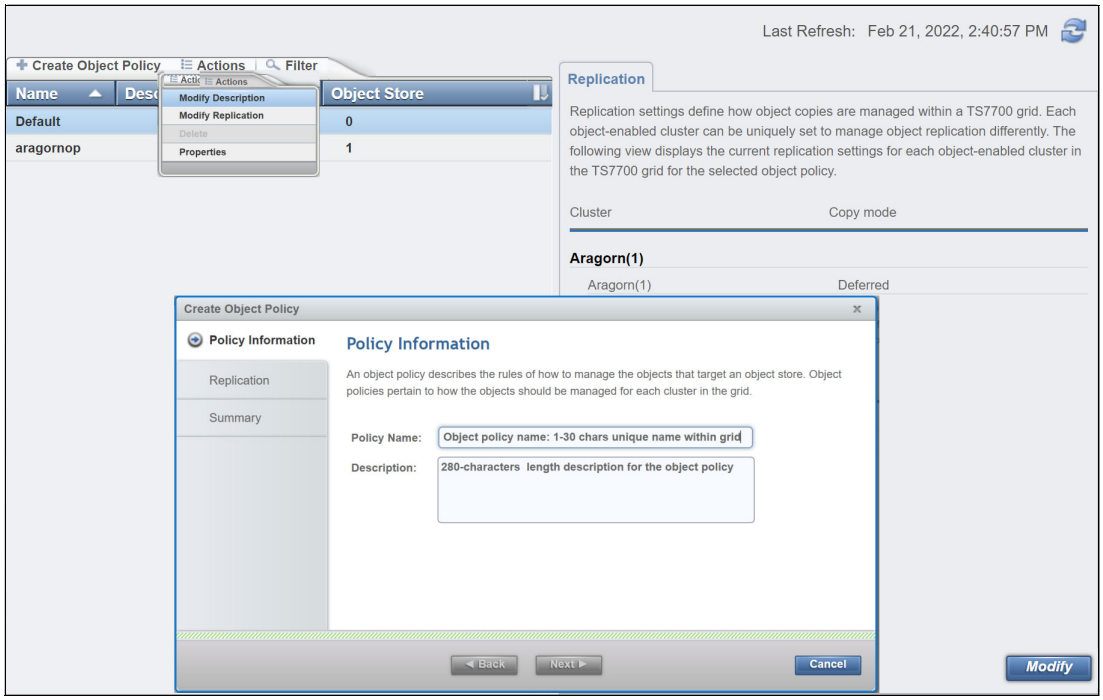

Figure 9-56 Object Policy page and Create Object Policy detail.
Figure 9-56 on page 441 shows the Object Policy page and Create Object Policy detail.
1. Click **Create Object Policy** (see Figure 9-56).